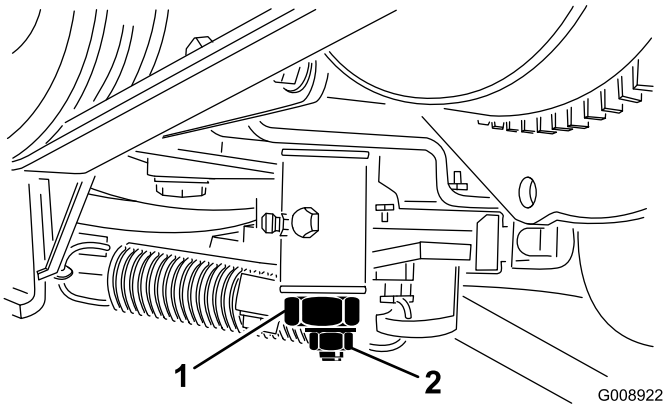

Figur 65
3. Løsne låsemutteren på trekkjusteringskammen (Figur 65).